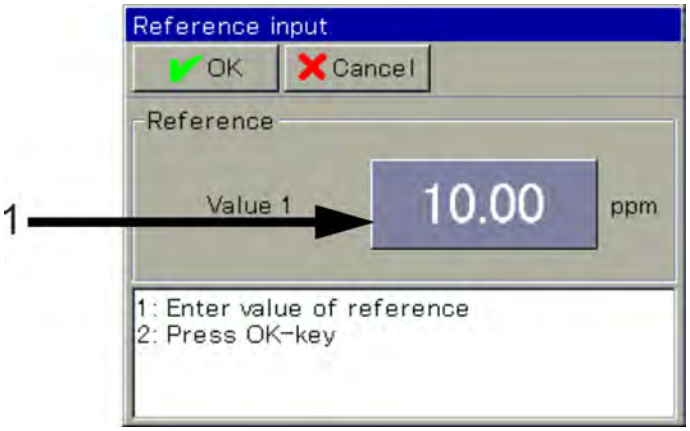

Fig. 81: To enter the reference value of the test solution, tap the button (1)
3. Enter the reference value of the test solution. Confirm with "OK" (See Fig. 81 .)